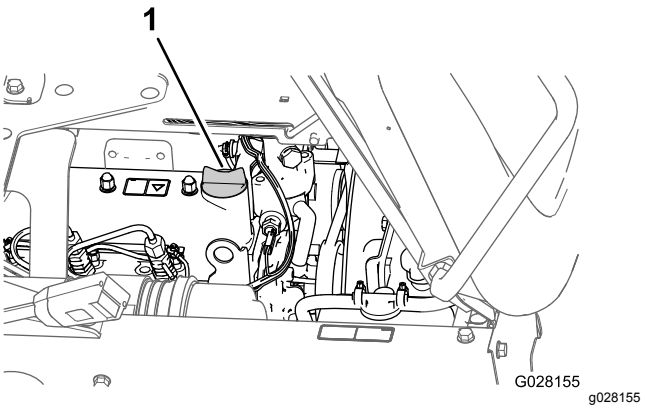

Figur 73
5. Ta bort oljepåfyllningslocket från ventilkåpans påfyllningsrör i motorn och häll sakta i cirka 80 % av den angivna mängden olja i motorn via oljepåfyllningsröret (Figur 73).
8. Sätt tillbaka oljepåfyllningslocket på påfyllningsröret (Figur 73).